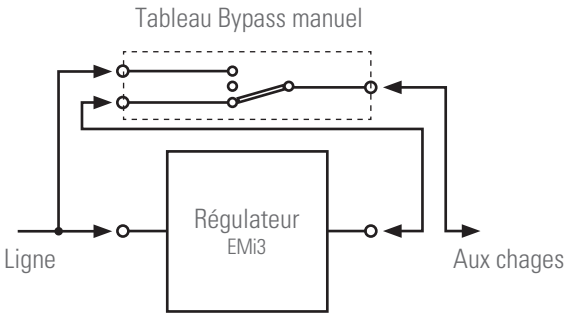
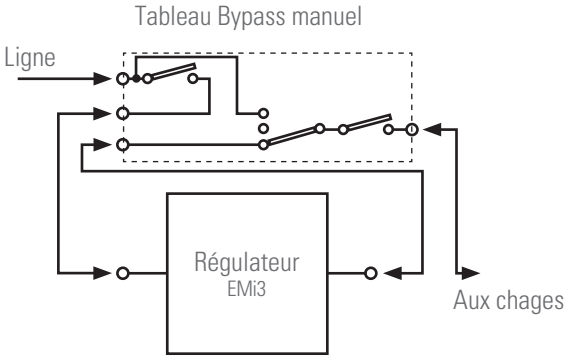
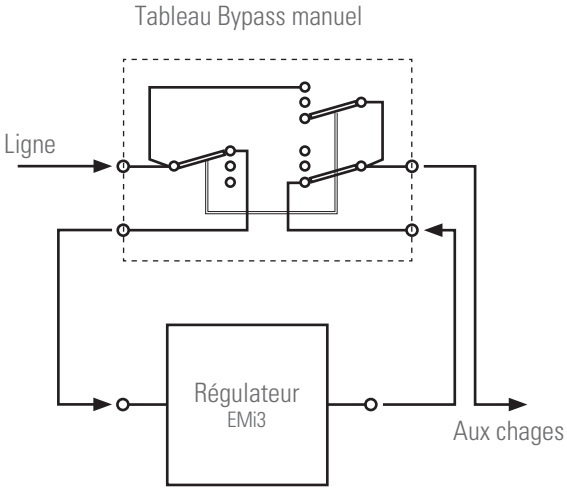

Fig. 15. Connexion régulateur avec Tableau de Bypass manuel avec commutateur simple.
Fig. 16. Connexion régulateur avec Tableau de Bypass manuel avec commutateur simple et protections.
Fig. 17. Connexion régulateur avec Tableau de Bypass manuel avec commutateur double.
- Les connexions entre le Tableau de Bypass avec le réseau d'alimentation, le régulateur et les charges seront différentes si on parle d'un Tableau avec commutateur simple (voir Fig. 15), si on a, en outre, d'interrupteurs de protection (voir Fig. 16) ou si le Tableau a un commutateur double (voir Fig. 17).